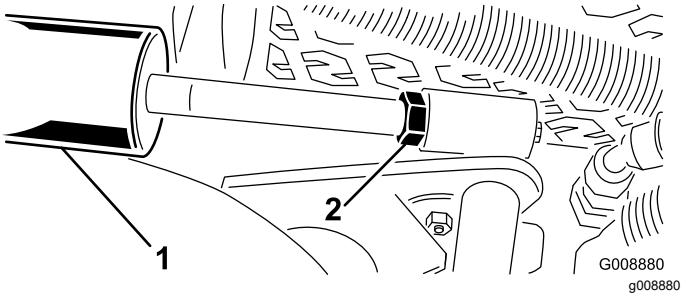

Rysunek 31
1. Poluzuj nakrętkę kontrującą siłownika podnoszącego (Rysunek 31).